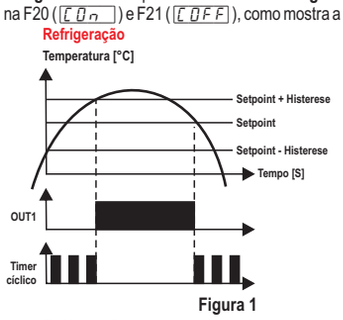

Figura 1
- Timer disparado por SP1 (F22=1): o timer é disparado sempre que a temperatura atingir o valor configurado para o SP1. O timer desliga quando a temperatura atinge SP1 + F06 (se **1º estágio** estiver configurado como refrigeração) ou SP1 - F06 (se **1º estágio** estiver configurado como aquecimento), como mostra a Figura 1.